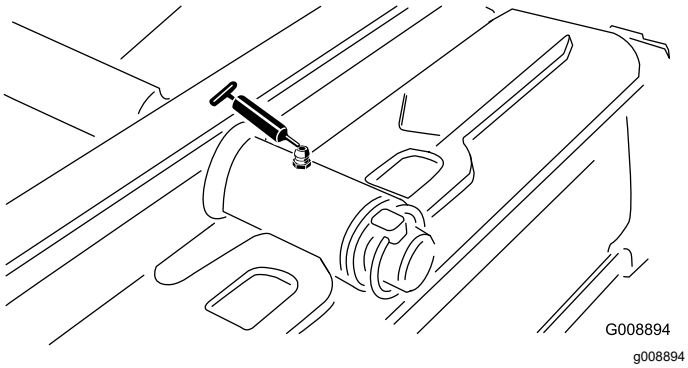

Figuur 56
- Draaipunt van achterste maai-eenheid (Figuur 56)